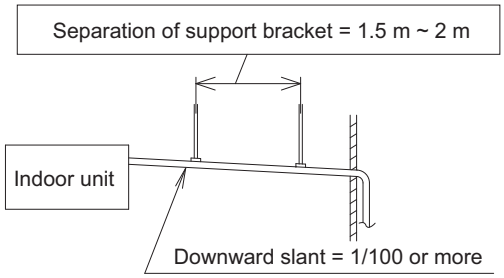

Fig. 2-48
- Make sure the drain pipe has a downward slant (1/100 or more; downward from drain port connection). (Fig. 2-48)